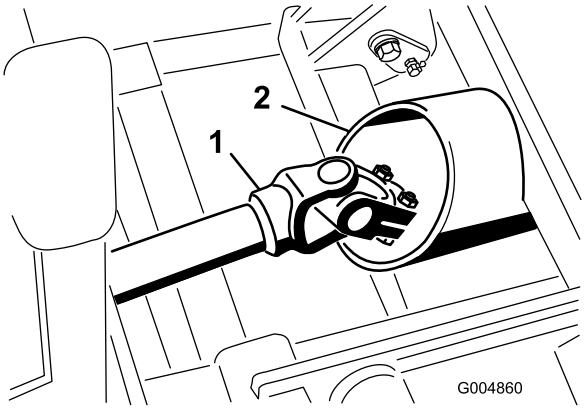

**Rysunek 45**
7. Ostrożnie wtocz zespół ramy zimowej na swoje miejsce, jednocześnie przekładając wał napędowy przez rurę w ramie (Rysunek 45).